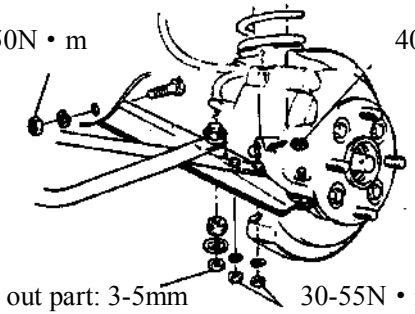
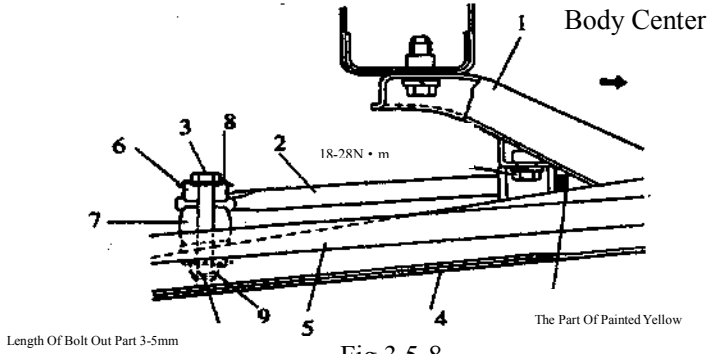

Fig.3.5-6
Fig.3.5-8
(4) Install the retarder to the body and screw the nut to the specified toque: 20-30N • m.
(5) Screw the sizing bolt of the steering knuckle and steering knuckle nut to the specified torque respectively. Please refer to Fig.3.5-6
(6) Install the brake hose. Do not torsion the hose. The oil pipe clamp card shall be correctly installed. 25-35N • m
(1) Examine whether there exists crack, deformation and damage.
(2) Examine whether the rotating and swinging process of the oversize ball pin is in balance.
(3) Install the antis-way bar to the cantilever by applying cushion pad, washer, bolt and nut. Screw the nut to the extent which can be done by hand. Please refer to Fig.3.5-8.
(4) Install the stabilizing pull rod to the cantilever, and screw the nut to the extent which can be done by hand.
(5) Install the ball pin to the steering knuckle.
(6) Screw all the screws and nuts to the specified torque. Please refer to Fig.3.5-6.
Assembly: Please refer to Fig.3.5-8